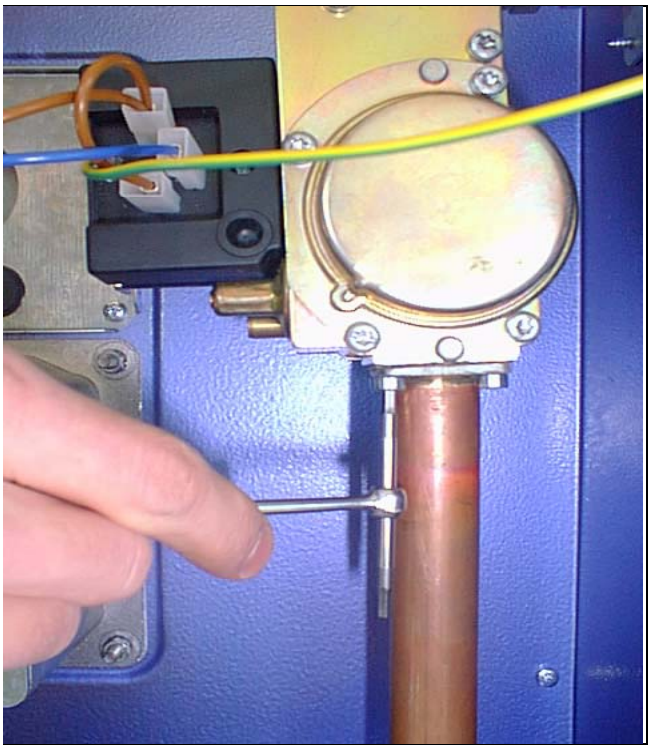

FIGURA 22 – TUBO ADDUZIONE VALVOLA GAS
C) Allentare, senza togliere, le 4 viti che fissano i tubo adduzione gas alla valvola (FIGURA 22).